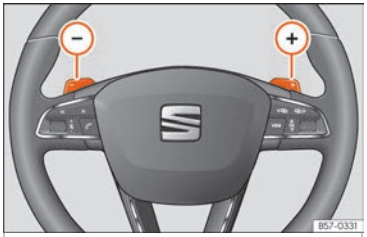

Fig. 142 Volante: alavancas de mudança automática de velocidade.
• Pressione a alavanca de mudanças (+) para engrenar uma velocidade mais alta ››› **Fig. 142**.